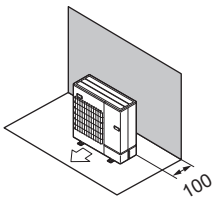

Fig. 2-7
(1) Obstacles uniquement à l’arrière (Fig. 2-7)